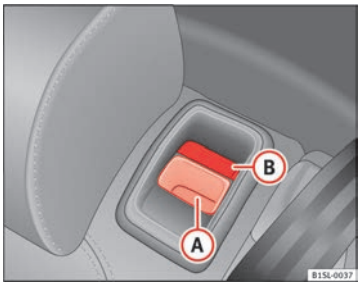

Fig. 67 Banquette arrière : touche de déverrouillage Ⓐ ; marque rouge Ⓑ.
- Tirez la touche de déverrouillage ⇒ fig. 67 Ⓐ vers l'avant et relevez en même temps le dossier de la banquette arrière.